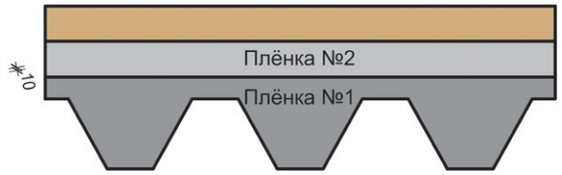

Рис. 18. Тыльная сторона гонта гибкой черепицы Döcke.
8.2.1 Перед укладкой гонта на крышу снимите плёнку №1 с тыльной стороны гонта (рис. 18). Плёнку №2 снимать не требуется.